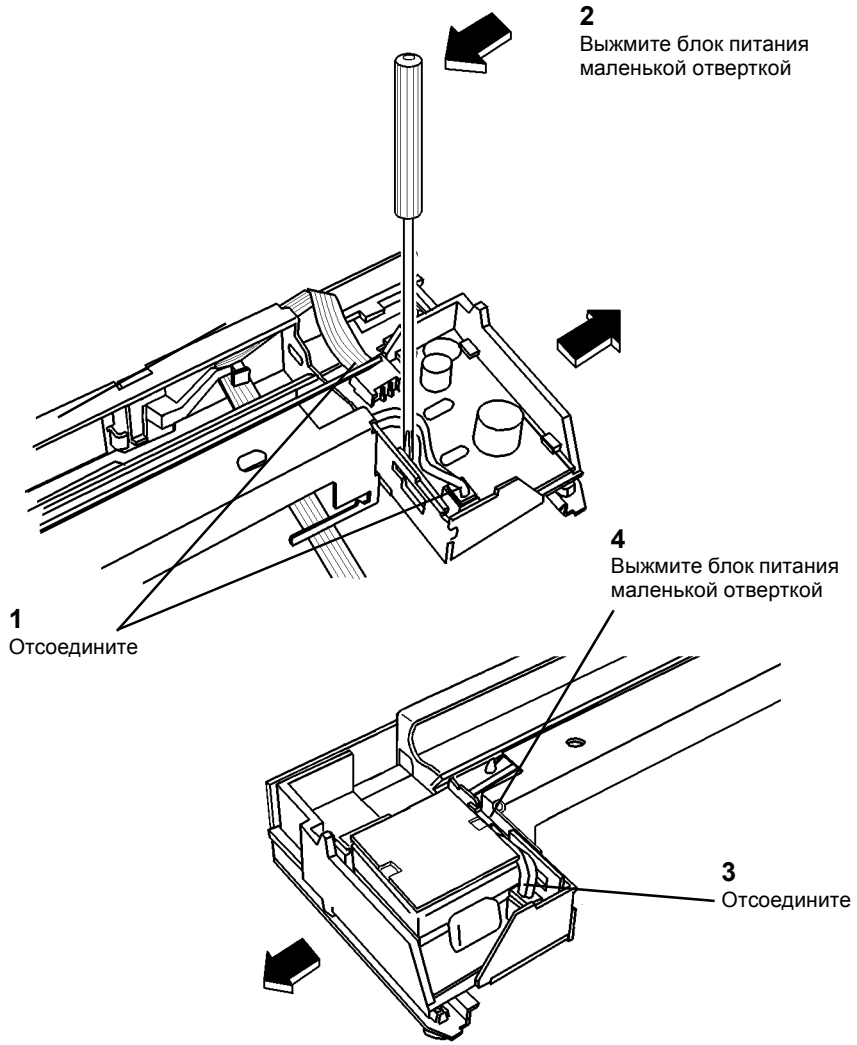

Рисунок 1 Снятие блока питания лампы экспонирования
5. Снимите блок питания лампы экспонирования (Рисунок 1).